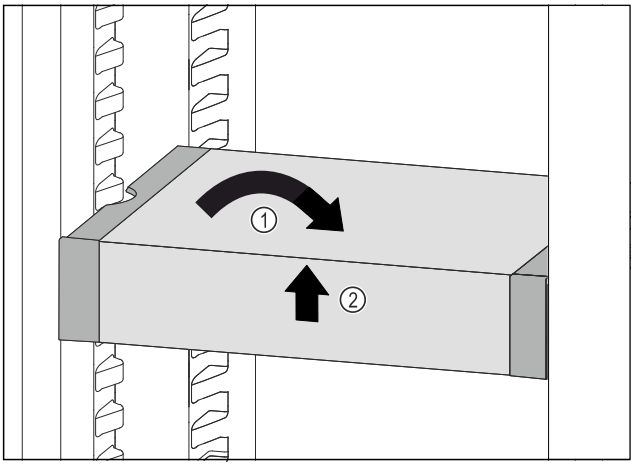

Fig. 115
▶ 将 VarioSafe 放平。 *Fig. 115 (1)*
▶ 抬起 VarioSafe 前部。 *Fig. 115 (2)*